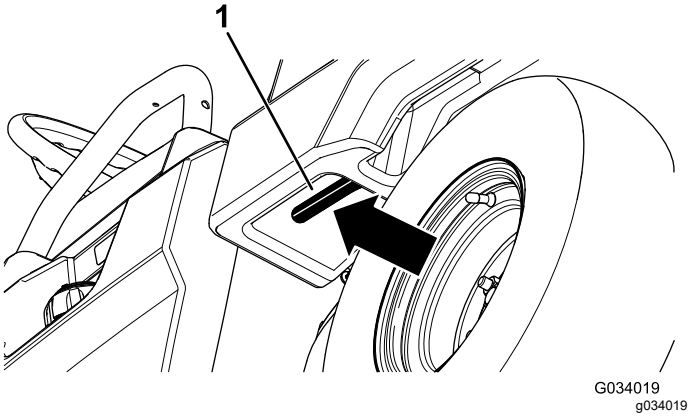

Rysunek 15
1. Pociągnij do siebie dźwignię znajdującą się po lewej stronie na platformie ładunkowej i podnieś platformę (Rysunek 15).
1. Unieś nieznacznie platformę ładunkową, podnosząc dźwignię zaczepu (Rysunek 15).